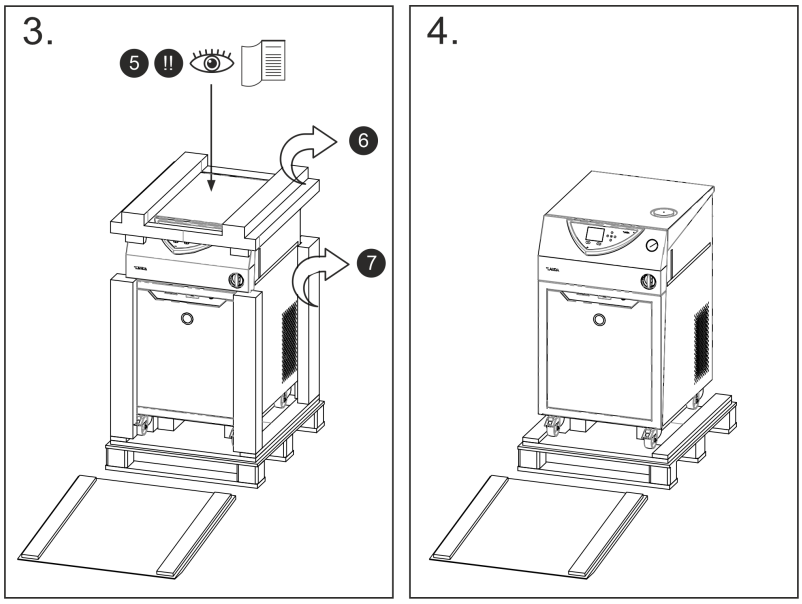

Abb. 3: Grafik Auspackanleitung für VC 5000
4. **Bild 3:** Auf dem Gerät liegt die Betriebsanleitung ⑤. Diese benötigen Sie.